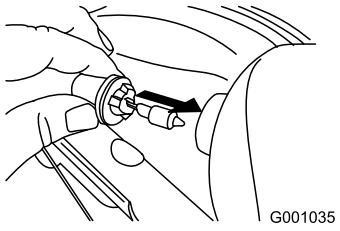

Figur 53
4. Sätt i en ny lampa på strålkastarens baksida (Figur 53).